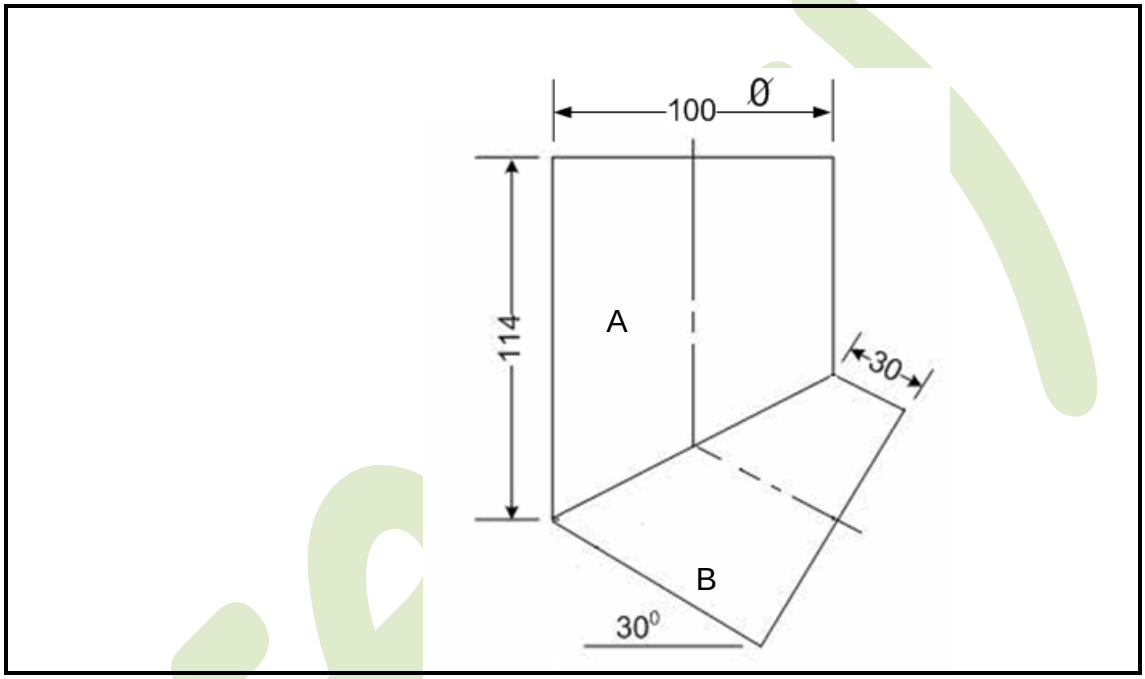

FIGURE 1
1.1 FIGURE 1 shows an elbow made of two equal diameter pipes.